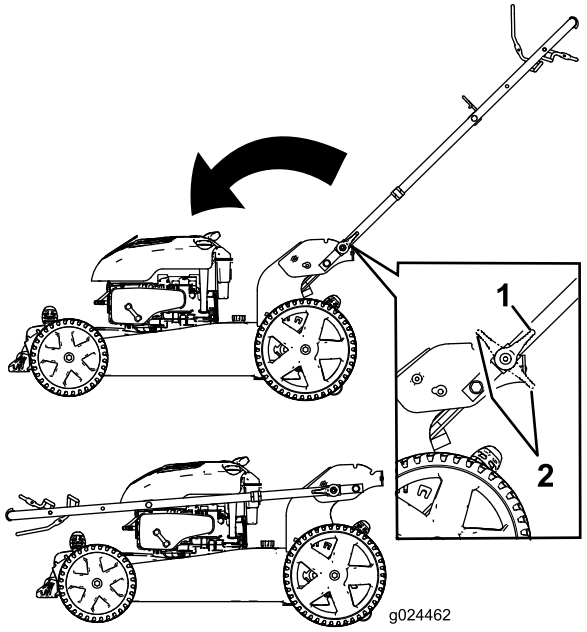

Rysunek 18
3. Zwolnij blokady uchwytu (Rysunek 18).
4. Złóż uchwyt całkowicie do przodu (Rysunek 18).